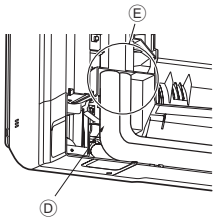

Fig. 3-10
6. Decken Sie den Aufweitungsanschluss mit der Rohrverkleidung des L-förmigen Anschlussrohrs ④ ab. (Fig. 3-10)
8. Decken Sie den Aufweitungsanschluss mit der Rohrverkleidung des L-förmigen Anschlussrohrs ④ ab. (Fig. 3-10)